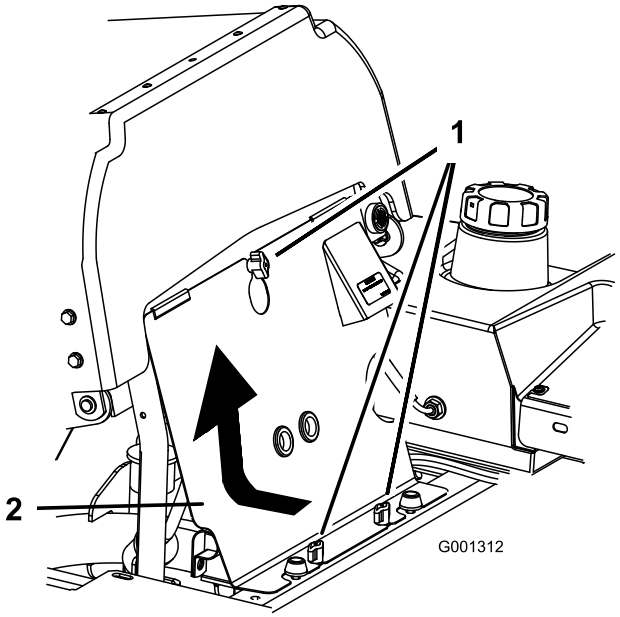

**Figur 67**
3. Løsn grebene på motorens frontpanel, og fjern panelet (Figur 67).